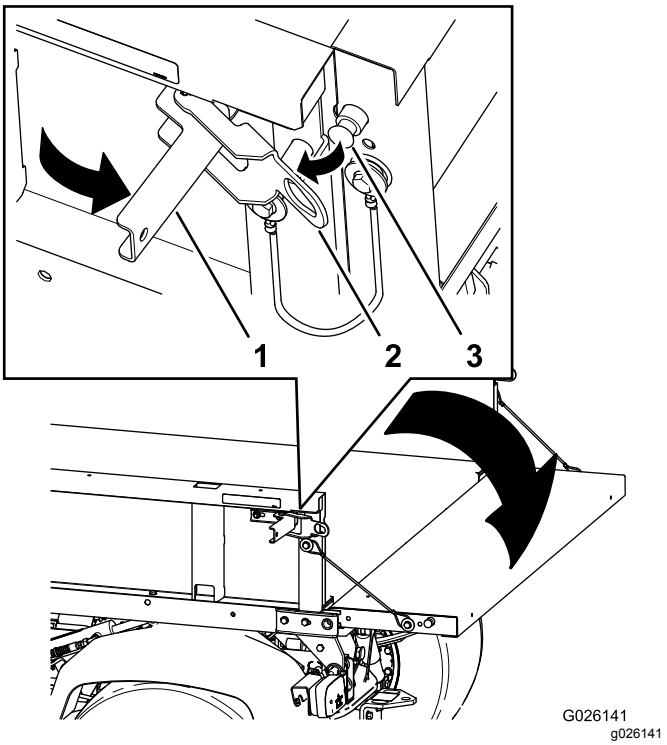

Figur 22
2. Åbn låsene på ladets højre og venstre side, og sænk bagklappen (Figur 22).